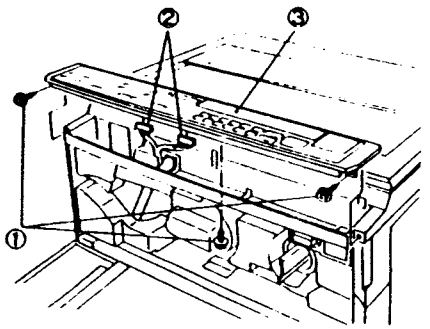

Рис.1 NZM-0151
3. (Рис. 1): Снимите узел панели управления.
①. Отверните винты (3).
②. Отсоедините разъемы P/J416/417.
③. Снимите панель управления.